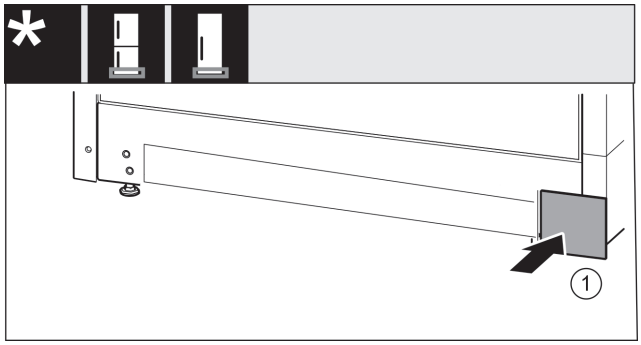

Fig. 18
▶ Kryt *Fig. 18 (1)* opět nasaďte na druhé straně.